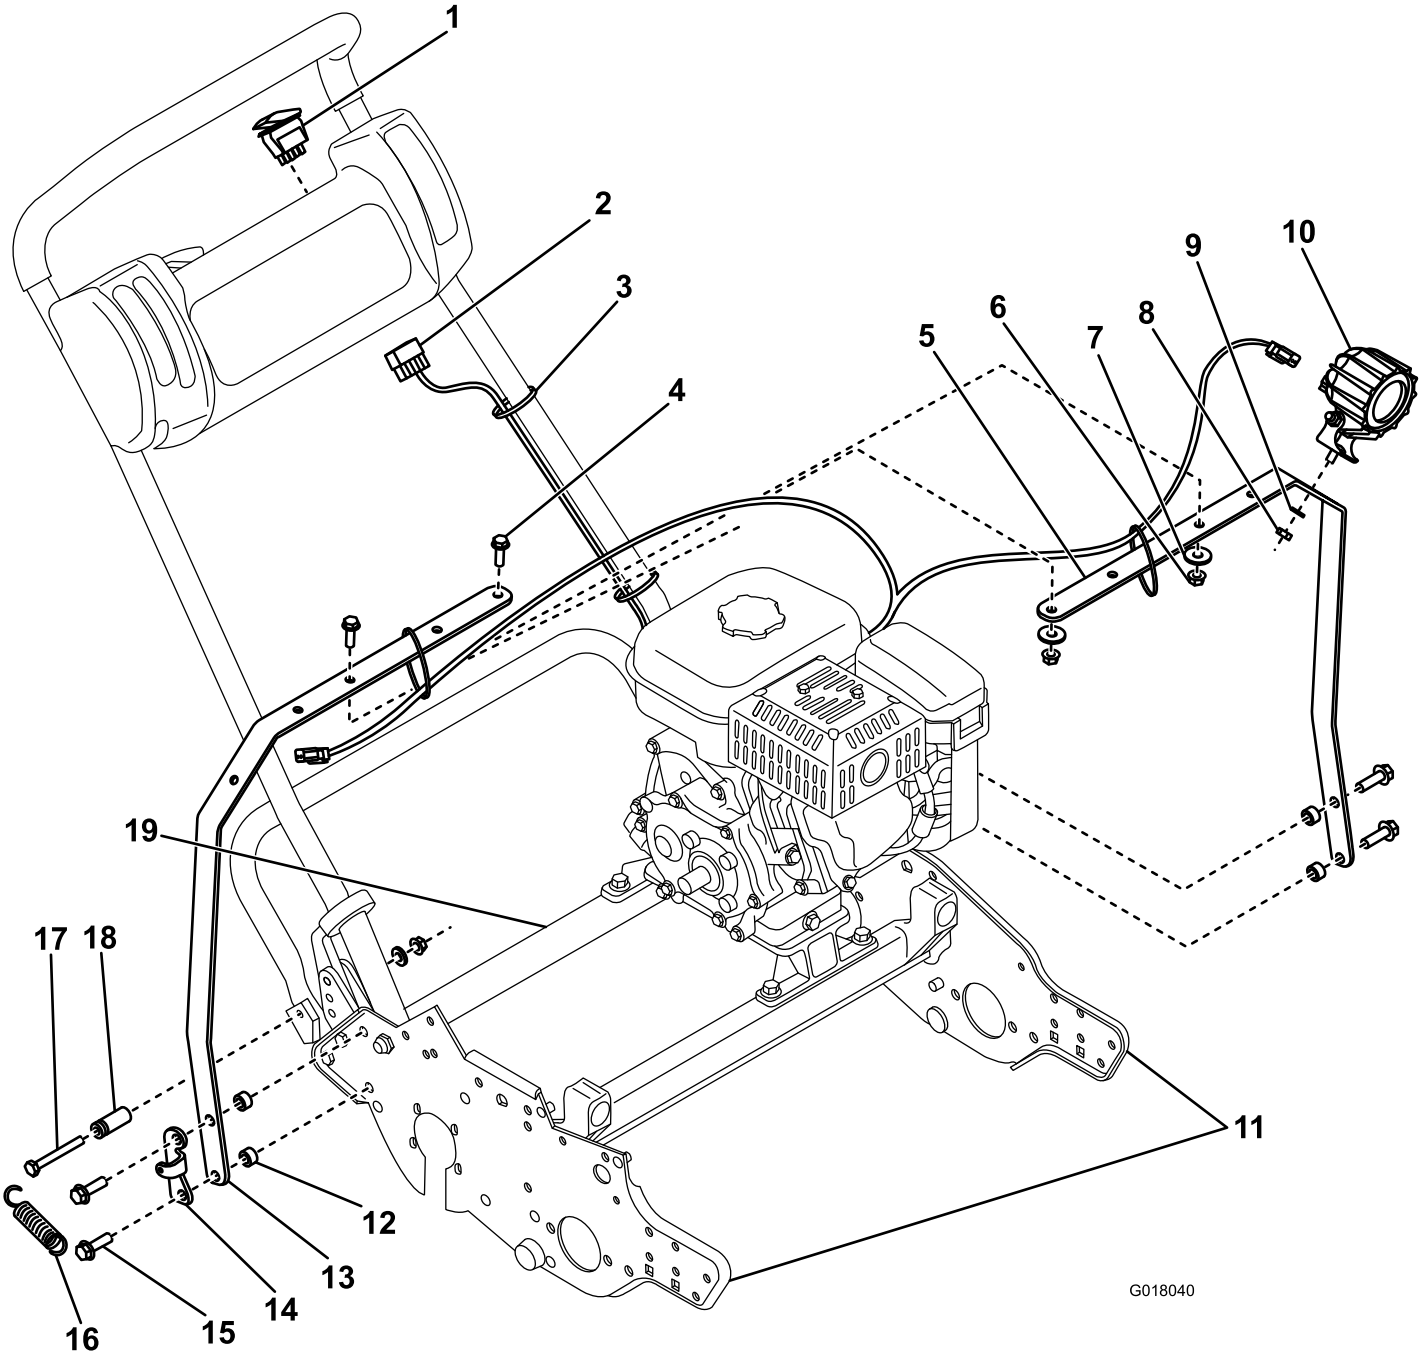

Figur 2
2. Ta bort de två skruvarna (3/8 tum) som fäster höger sidoplåt på den bakre tvärslån och fjäderfästet (Figur 2).
3. Montera höger stång och fjäderfästet som togs bort tidigare på maskinen med två brickor och två skruvar (3/8 x 1 1/4 tum) (Figur 2).
4. Ta bort de två skruvarna (3/8 tum) som fäster vänster sidoplåt på den bakre tvärslån (Figur 2).
7. Montera lamporna på stången och fäst dem med delarna som medföljer (Figur 2).
8. Anslut kablaget till lamporna (Figur 2) genom att koppla den långa änden till höger lampa.
9. Ta bort hålpluggen och montera brytaren på kontrollpanelen och anslut sedan lampkablaget till brytaren (Figur 2).
10. Anslut kablagets kontakt till de blå kablarna med honkontakter som kommer ut från motor-fläkthuset (Figur 2).
11. Fäst kablaget med kabelband (Figur 2) och stoppa in eventuell extra längd under kontrollpanelen.
12. Ta bort den gamla fjäderhållaren och montera en ny fjäderhållare med en skruv (5/16 x 2 3/4 tum) (Figur 2). Montera även fjädern som togs bort tidigare.